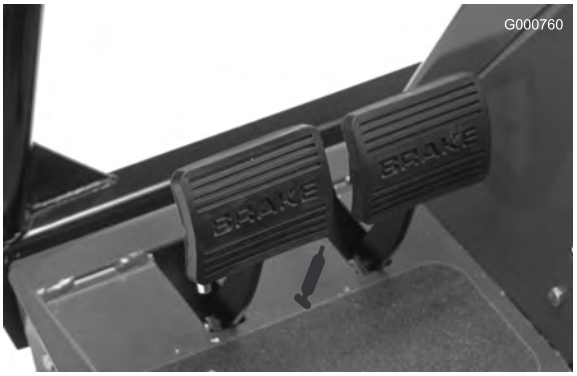

Figura 49
- Veio do pedal de travão (1) (Figura 49)